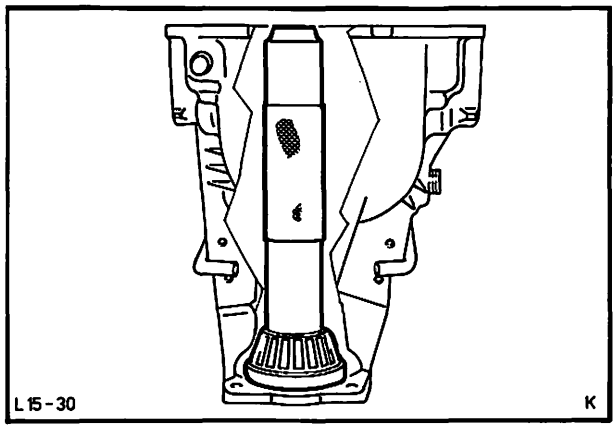

Abb. 51 Kleines Kegelrollenlager und Radialdichtring herausdrücken
10. Kleines Kegelrollenlager und Radialdichtring mit Spezialwerkzeug 15-042 gleichzeitig aus dem Achsgehäuse entfernen. Abb. 51.